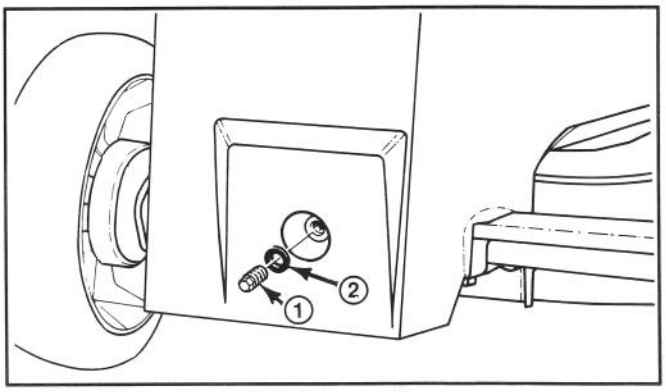

Abbildung 28
5. DEN GETRIEBEÖLSTAND PRÜFEN—Greifen Sie zwischen die Deckplatte und das Getriebegehäuse und reinigen Sie um den Getriebestopfen und die Dichtung (Abb. 28). Entfernen Sie Stopfen und Dichtung. Achten Sie auf Öl das heraustropft. Tropft Öl heraus, bringen Sie den Stopfen und die Dichtung schnell wieder an, da der Ölstand korrekt ist. Wenn nicht, geben Sie Getriebeöl zu: siehe Schritt 6.